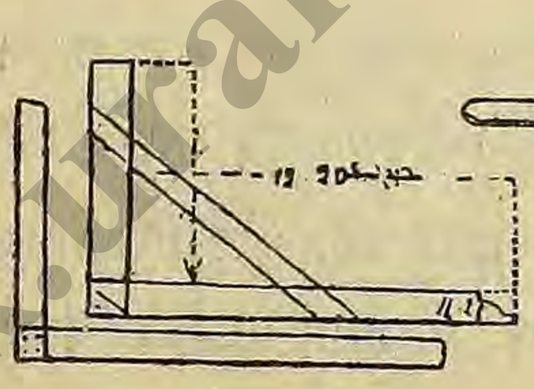

Рис. 544.
5) Для проверки правильности углов служат *наугольники* (рис. 544). Они делаются из брусков, толщиною в 1 верш., шириною в $1^1/_2$ верш.